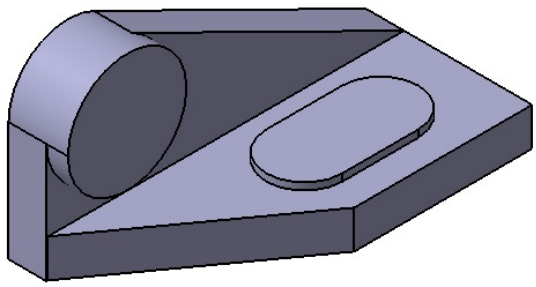

Figure 5-77 *Model after creating the fourth feature*
4. Set **9** in the **Length** spinner and choose the **OK** button from the dialog box to create the feature, as shown in Figure 5-77.